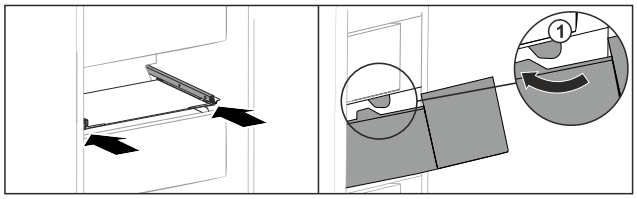

*Fig. 208*
▶ Ghidați sertarul în jurul opritorului *Fig. 208 (1)*.